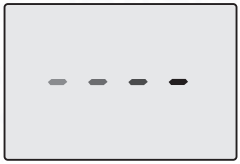
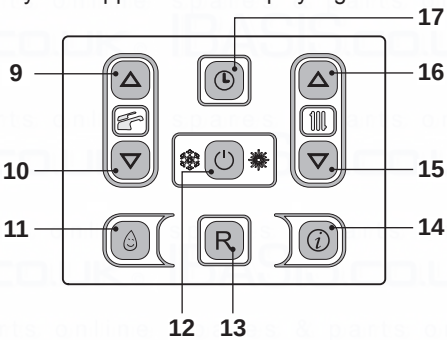

Fig. 7.10
Fig. 7.11
- Electrically power the boiler by switching on the double pole isolation switch. The LCD will display, the – – – – symbol (Fig. 7.10).
- Press the 12 key for 2 seconds until symbol appear on the display Fig. 7.11.
- Switch off the boiler by pressing the 12 (Fig. 7.11) key for 2 seconds until the - - - - symbol appears on the LCD display (Fig. 7.10).
Press the reset key on the boiler control panel 13 (Fig. 7.11) to reset its functioning.